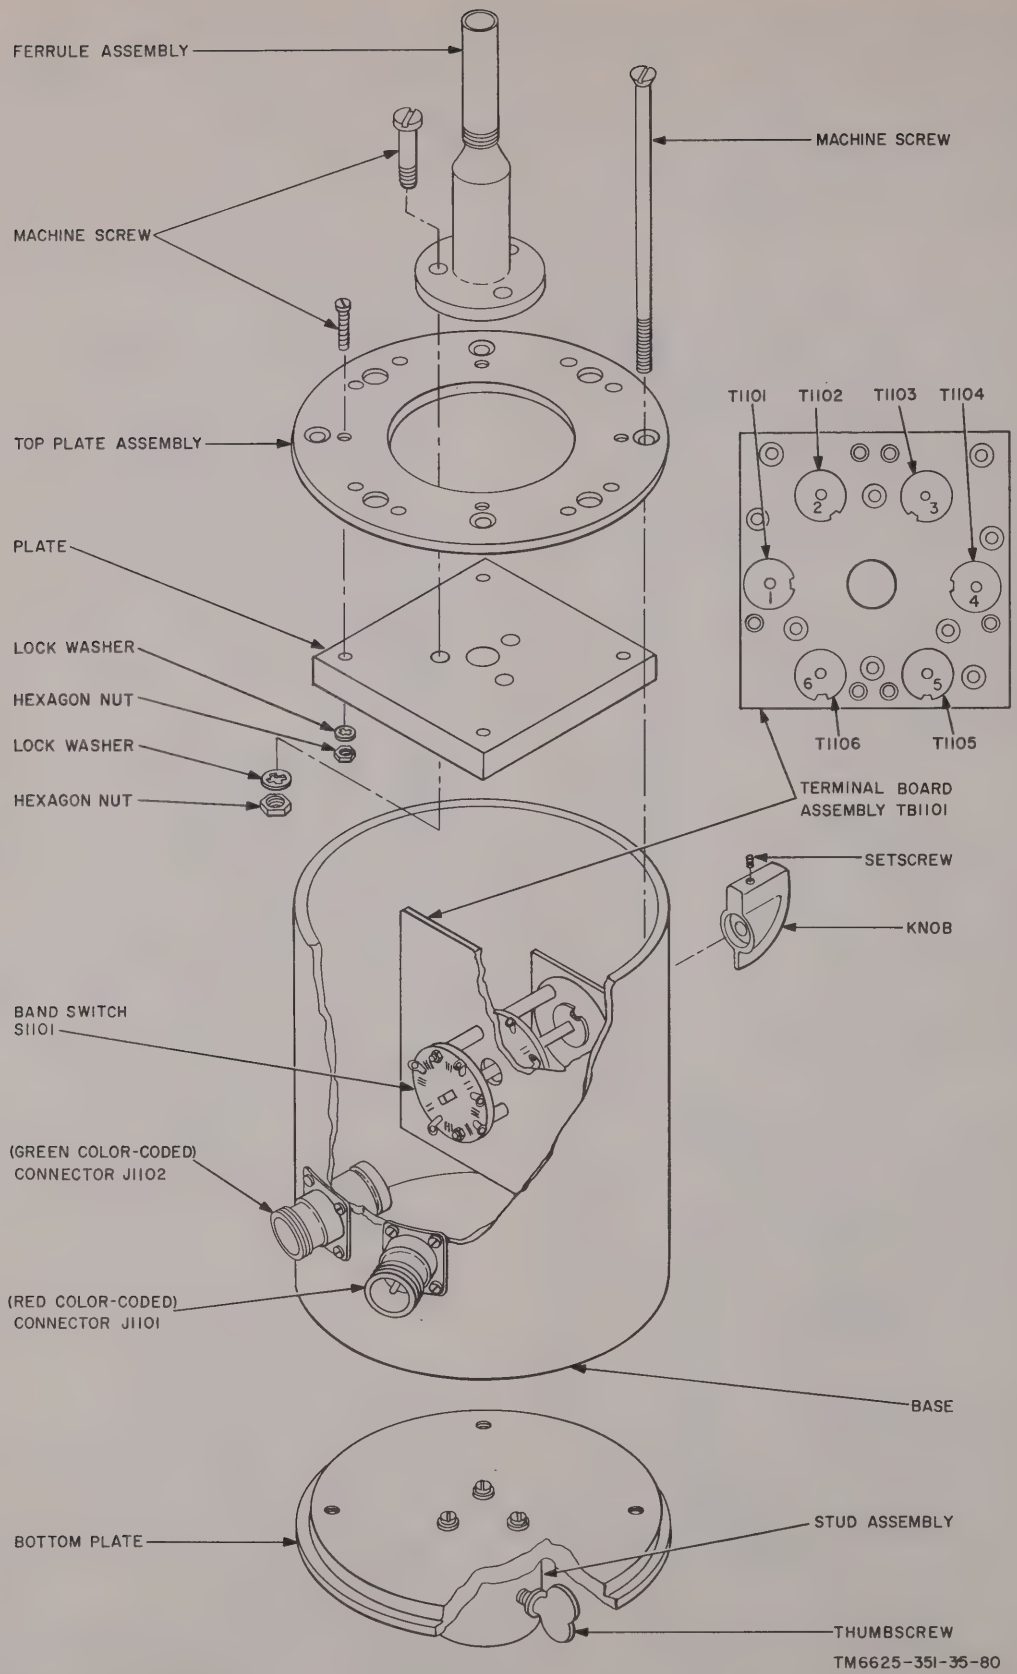

Figure 81. Coupler, Antenna CU-890/URM-85 for vertical antenna, parts location diagram.
(2) After the ground plane has been securely mounted to the antenna tripod, the protruding post on the tripod mast serves as the mounting post for the CU-890/URM-85. Insert the stud assembly at the bottom plate of the CU-890/URM-85 (fig. 81) all the way over the protruding post, and tighten the thumbscrew provided on the antenna coupler stud assembly. Insert the five series-connected lengths of Mast Section AB-21/GR into the ferrule assembly at the top of the CU-890/URM-85, and proceed with the equipment performance checklist as outlined in paragraph 43c, steps 63 through 69, TM 11-6625-351-12.
(3) If trouble is encountered in testing any one of the six bands, refer to the schematic diagram (fig. 37), and to the exploded view (fig. 81). Avoid unnecessary disassembly; follow the exploded view and disassembly only to the extent necessary to correct the trouble. Possible sources of trouble are:
(d) Open or shorted circuit in the signal output red color-coded connector J1101 (fig. 81). Check for continuity from the center conductor to the wiper arm of switch section S1101B. Also check for infinite resistance between the center conductor of J1101 and the outer shell. If replacement of J1101 is required, be sure to tag the lead connected from S1101B wiper arm to J1101, before unsoldering, to facilitate proper rewiring.